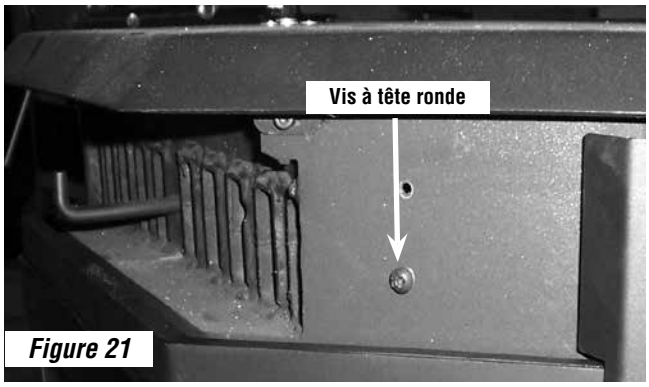

Figure 21
1. Déposer les quatre vis à tête ronde du corps du poêle encastrable à l'aide d'une clé six pans de 1/8 po. Voir ***figure 21***.